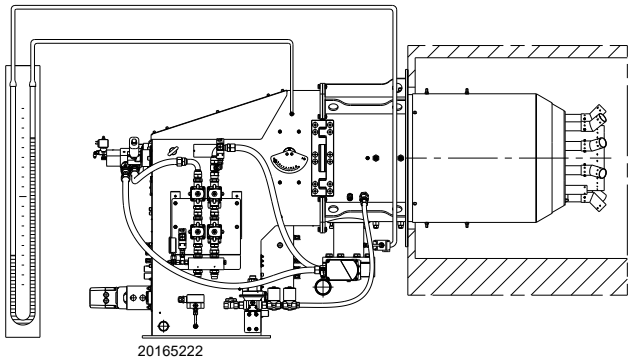

Fig. 33
- ➤ Fit a U-type pressure gauge or a differential pressure gauge (Fig. 33), with socket (+) on the gas pressure of the pipe coupling and (-) in the combustion chamber.
The arrival of the gas at the pipe coupling is shown on the U-type pressure gauge (Fig. 33) or else with the aid of a digital pressure gauge on the pressure test point under the pipe coupling.